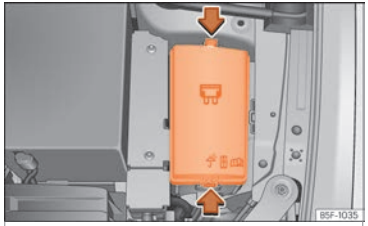

Fig. 51 In the engine compartment: fuse box cover.
- Press the locking tabs to release the fuse box cover ››› Fig. 51.